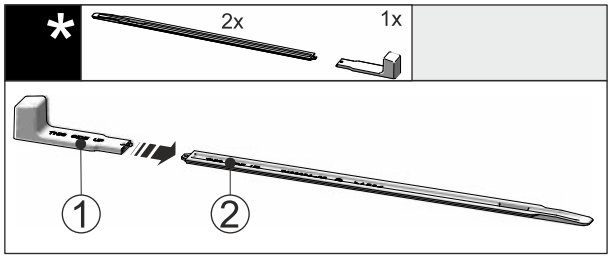

*Fig. 54*
▶ Montagegriff *Fig. 54 (1)* an die Nivellierschiene *Fig. 54 (2)* stecken.